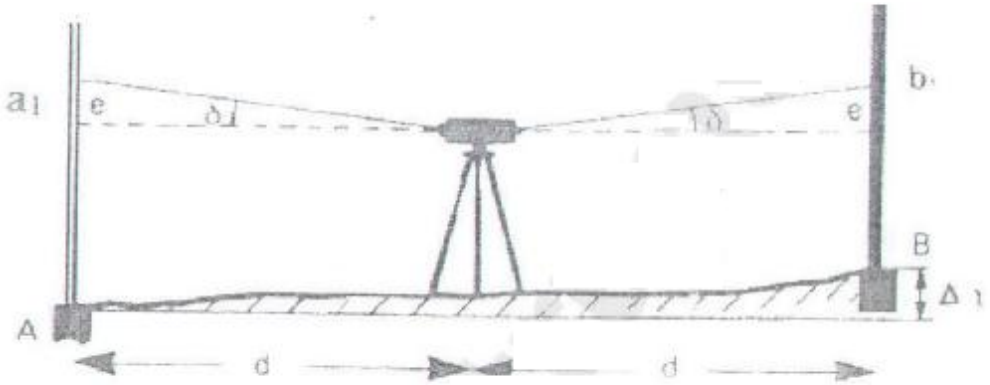

Рисунок 12
- Установите две рейки А и В на расстоянии 30-50 м друг от друга. Установите прибор посередине между А и В. Отгоризонтируйте прибор и возьмите отсчет по рейкам А и В соответственно. Превышение между А и В $\Delta h = a1 - b1$. (рис. 12)